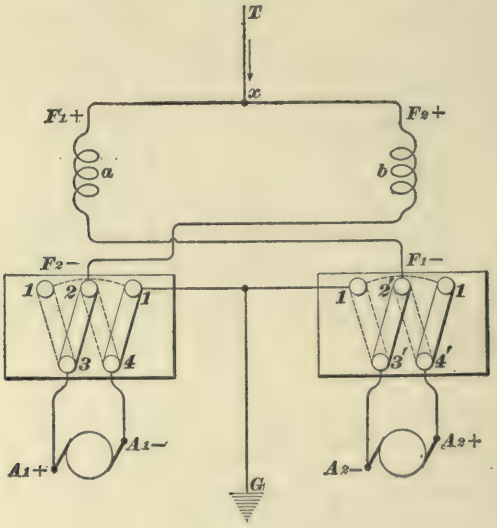
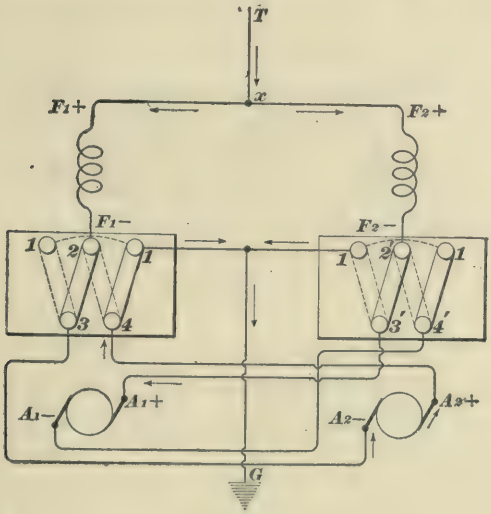

FIG. 32.
FIG. 33.
**41. Field Terminals Interchanged.**—To confuse the minus and plus field wires on one motor, results simply in reversing the direction in which the armature of that motor will turn, and the trouble can be made right by crossing either the field or the armature leads on that motor; but, when it comes to getting the field leads on one motor mixed with the field leads on the other motor, the result is different, as Fig. 32
will show. Inasmuch as the shunt and loop have nothing to do with the mix-up now to be looked into, and as they make the path of the current harder to follow, they are left out of Fig. 32. In this figure, the current enters at $T$; when it gets to point $x$, it splits, part of it taking the path $x$–$F_1+$–$F_1-$–$2'$–$3'$–$A_2-$–$A_2+$–$4'$–$1$–$G$, and the other part taking the path $x$–$F_2+$–$F_2-$–$2$–$3$–$A_1+$–$A_1-$–$4$–$1$–$G$. It will be noted that each branch of the current goes through the field of one motor and the armature of the other; so long as both motors are in good order, the car will run along the same as if there were no mix-up in the wires at all, but, in case of an open circuit or a ground on any field or armature, both motors
**42. Armature Leads Interchanged.**—Figs. 33 and 34 show two more very possible confusions. In Fig. 33, No. 2 armature leads have been put into No. 1 reverse switch, and No. 1 armature leads into No. 2 switch. The effect is very
much the same as that considered in connection with Fig. 32, where the minus field leads of the two motors have been interchanged. In Fig. 33, as in Fig. 32, there is nothing out